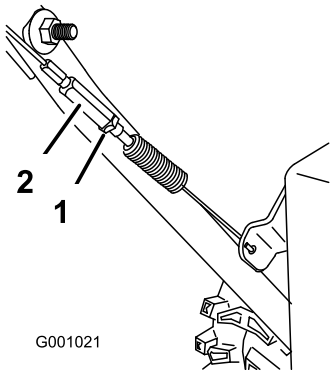

Figur 43
3. Spænd kontramøtrikken (Figur 43).